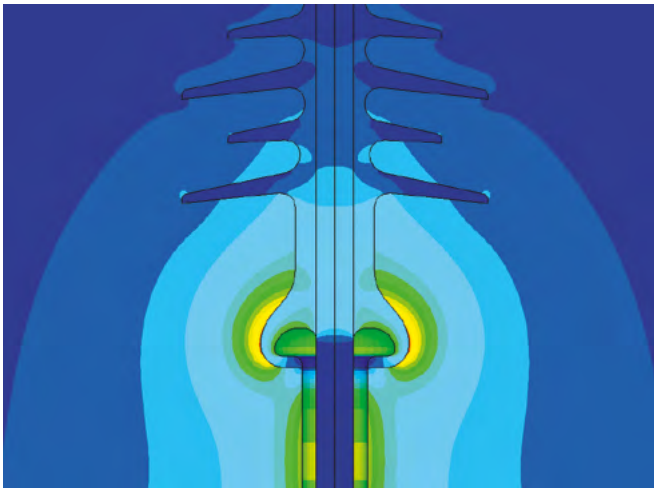

Fig. 4.2-57: E-field distribution (%/mm) at 3FL insulator high-voltage end
- The overmolded design system and the silicone housing shape at the connection zone reduce the electrical field strength inside the housing, particularly at the inner triple point as well as on the silicone surface directly. This is achieved by displacing the higher electrical field strength outside the housing (i.e., to the surrounding air area), and by taking advantage of the higher silicone relative permittivity (fig. 4.2-57).